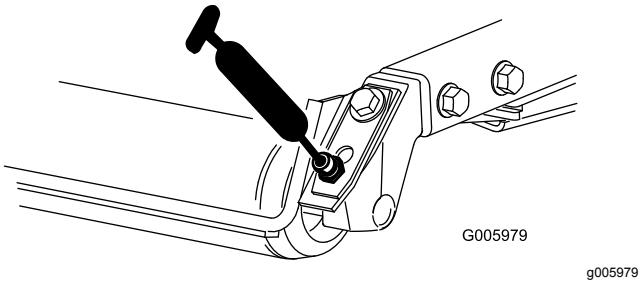

Figuur 80
- Lagers van achterrol (2 per maai-eenheid); zie Figuur 80